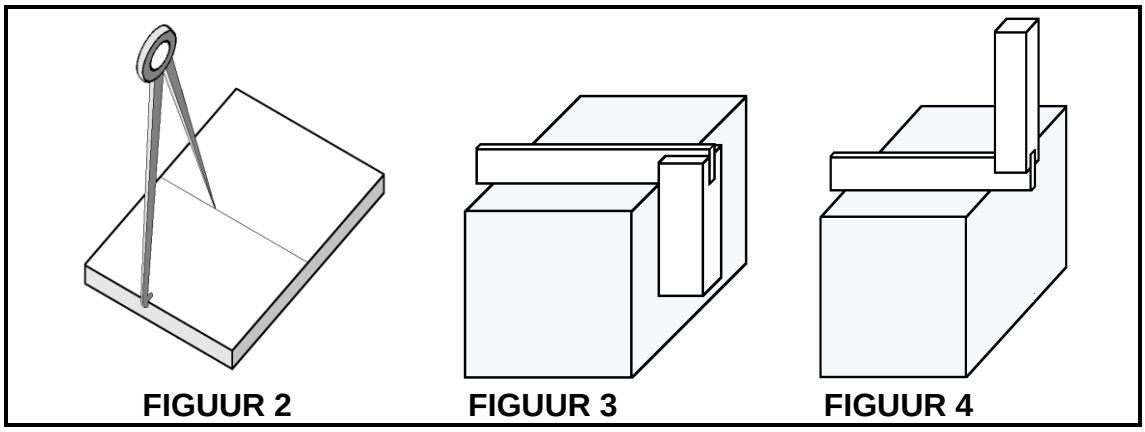

FIGUUR 2 **FIGUUR 3** **FIGUUR 4**
3.3 FIGUUR 2, 3 en 4 wys sekere prosesse saam met ’n werkstuk.
3.3.1 Noem die stuk afmerkgereedskap wat in FIGUUR 2 gebruik is. (1)
3.3.2 Verduidelik die afmerkproses wat in FIGUUR 2 gedoen is. (2)